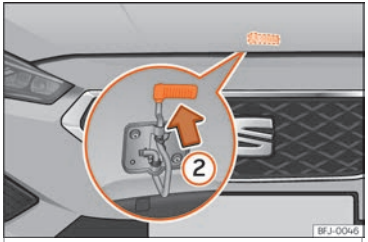

Fig. 14 Leva bajo el capó.
- Para levantar el capó haga presión hacia arriba sobre el saliente situado debajo del capó ››› **fig. 14** ②. El gancho de sujeción queda desbloqueado.